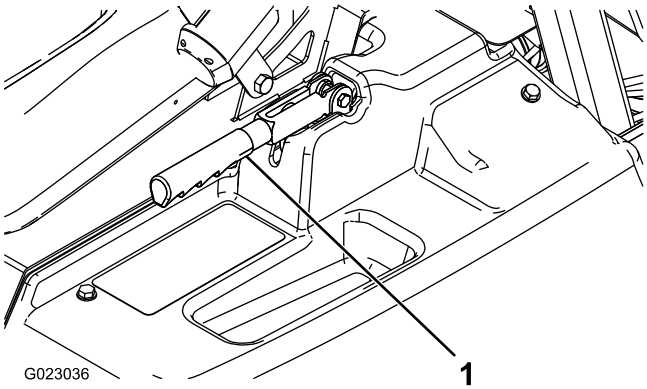

Figur 36
2. Løsn sætskruen, der holder skruen fast til parkeringsbremsehåndtaget (Figur 36).